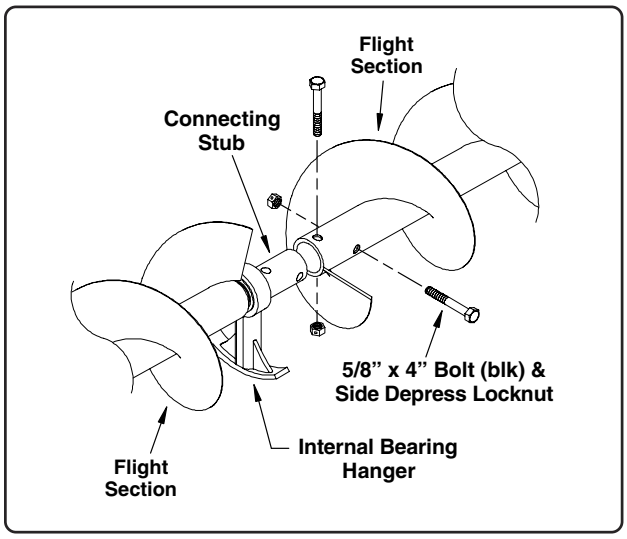

Fig. 42
1. **Before connecting the flight sections together,** slide an internal bearing hanger onto the end of the flight connecting stub. Apply anti-seize compound to the connecting stub and attach the flight to the next flight section. Secure using two 5/8" x 4" bolts (blk) and side depress locknuts (See Fig. 42).